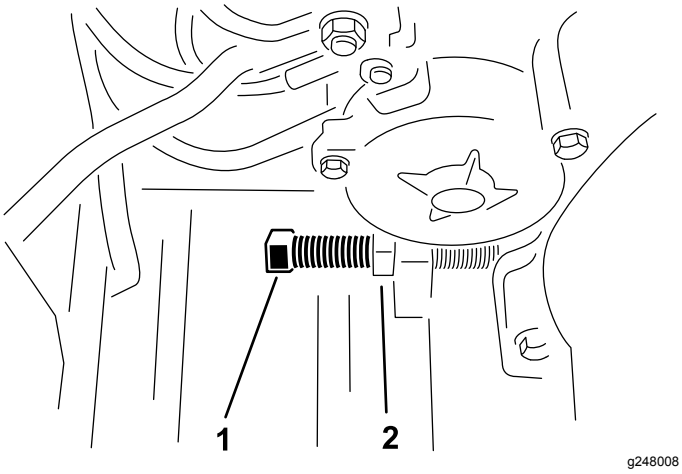

**Figur 22**
3. Lossa kontramuttern och vrid remmens justeringsskruv tills du erhåller önskad remspänning (Figur 22).
5. Justera motorn så att den är parallell med ramen. Fortsätt att dra åt motorns monteringsskruvar (Figur 22).